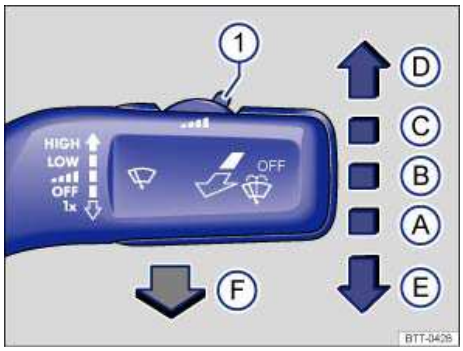

Fig. 88 Operating the front windshield wiper.
- Press the windshield wiper lever down briefly ⇒ fig. 88 (E) when the ignition is off.
Carefully fold the wiper arms back onto the windshield before driving! Switch the ignition on and press the windshield wiper lever down briefly ⇒ fig. 88 (E). The wiper arms move back to their original position.